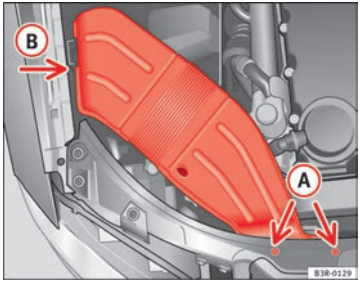

Fig. 201 Air duct on right side of vehicle
– Unscrew bolts (A) ⇒ fig. 201.
– Detach air duct from guide (B) and take it out. ■